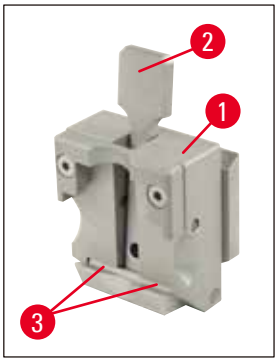

**Abb. 41**
- Achse (→ Abb. 41-3) des Klemmhebels der Kassettenklammer (→ Abb. 41).